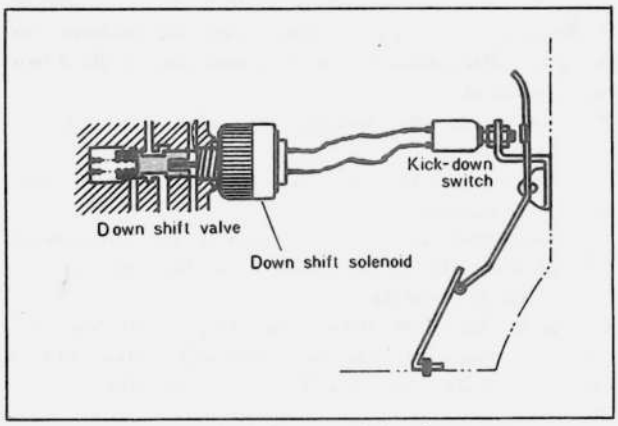

Fig. 7B–5 Kick-down switch adjustment
2. Loosen the kick-down switch attaching nut and adjust the switch to engage when the accelerator pedal is between 7/8 ~ 15/16 of full pedal travel. The down shift solenoid will click when the switch engages (Fig. 7B–5).